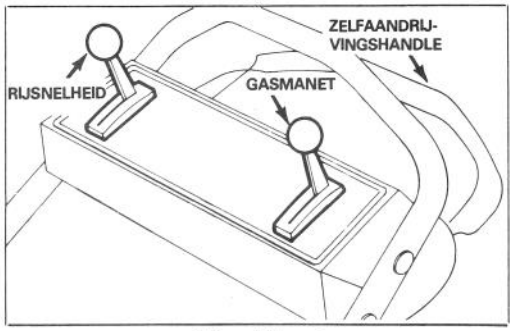

Afbeelding 9
1. BEDIENINGSSYSTEMEN — Contactsleutelregelaar (Key-Lectric Start Modellen), rijsnelheidskeuzeknop en zelfaandrijvingsknop bevinden zich op de bovenste handle (Afb. 9). Vingertopstarter bevindt zich op de motor.
2. Druk de hoogspanningsdraad op de bougie en stel de rijsnelheidskeuzeknop bij de zelfrijdende modellen af op "N" (Afb. 9).
4. KEY-LECTRIC STARTEN — Zet het gasmanet op CHOKE (Afb. 9). Draai de sleutel op START en laat los, wanneer de motor begint te draaien. Zet het gasmanet in de gewenste stand.
6. STOPPEN (Afb. 9) — Laat de bedieningsstang los om mes en aandrijving te stoppen. Zet rijsnelheidsknop op "N". Zet, om de motor af te zetten, het gasmanet op "AF". Verwijder de sleutel uit het contact of trek de draad van de bougie, wanneer de maaier onbewaakt achtergelaten wordt of niet in gebruik is.